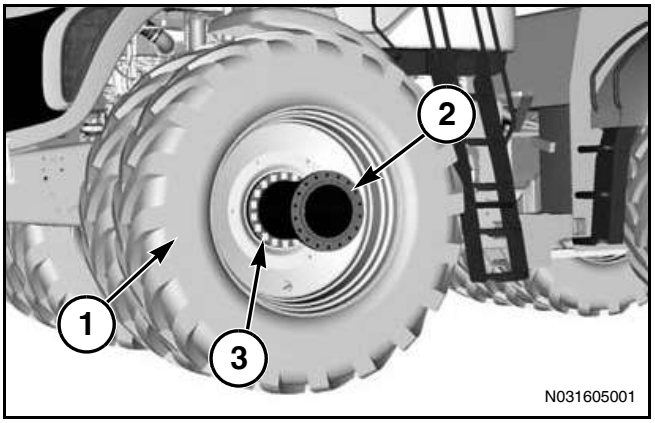

Рис. 132
Рис. 132: Закрепите среднее колесо в сборе (1) и распорную втулку (2) к ступице с помощью восемнадцати болтов с шайбами (3). Затяните болты и зажмите их крест-накрест с моментом 900 Нм (664 фунтов на фут).